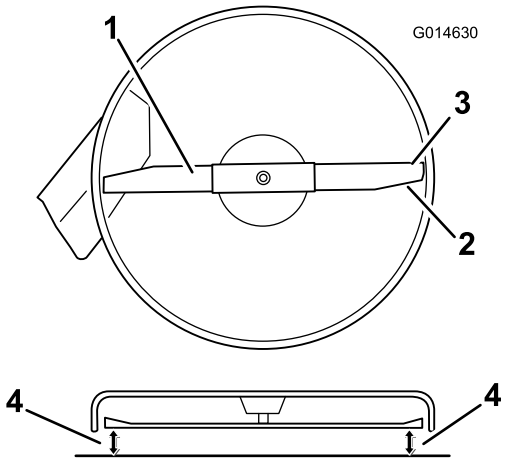
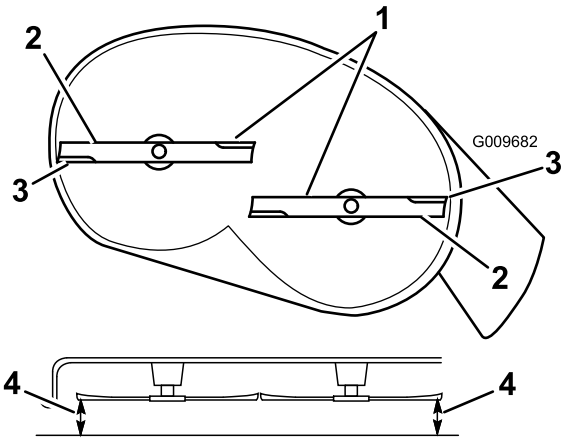

Figuur 57
Figuur 58
4. Draai het mes/de messen voorzichtig zodat ze zij aan zij staan (Figuur 57 en Figuur 58).
5. Meet tussen de buitenste snijranden en het platte oppervlak (Figuur 57 en Figuur 58). Als het verschil tussen de afstanden groter is dan 5 mm is bijstelling noodzakelijk; ga verder met de rest van deze procedure.